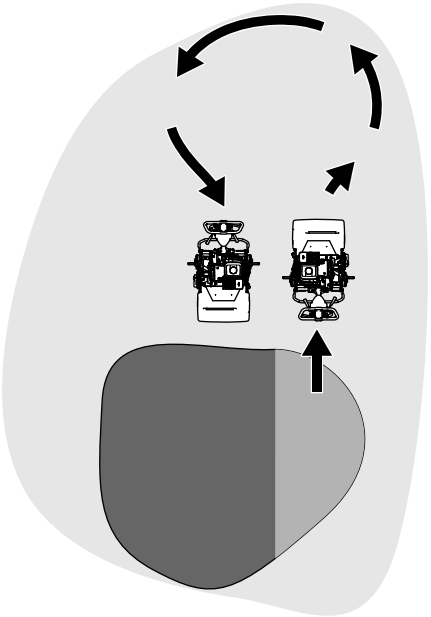

Rysunek 24
- Skręcaj kosiarką poza obszarem zieleni, podnosząc wrzeciono tnące (popychając uchwyt w dół) oraz wykonując na bębnie trakcyjnym skręt w kształcie łezki (Rysunek 24).
1. Odszukaj dźwignię załączania przekładni na skrzyni biegów (Rysunek 24).